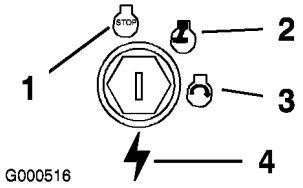

Figure 9
3. Tournez la clé de contact en position Contact coupé (Figure 9).